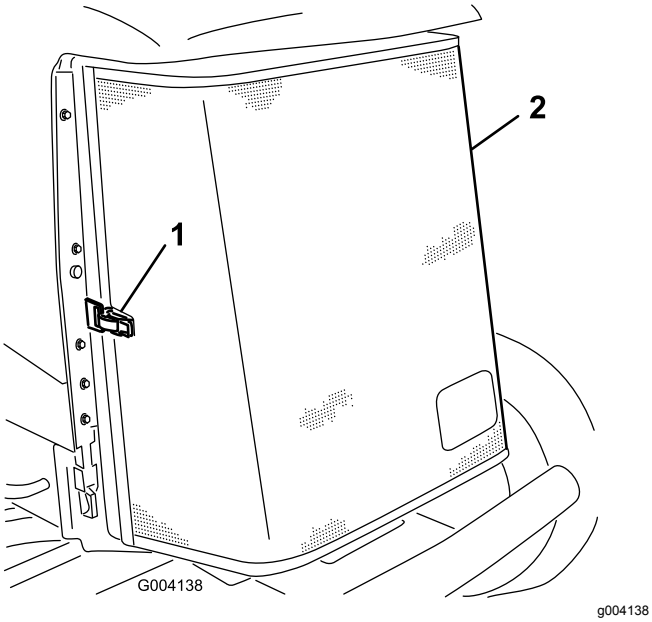

Figur 84
3. Lossa klämman och vrid upp det bakre gallret (Figur 84).